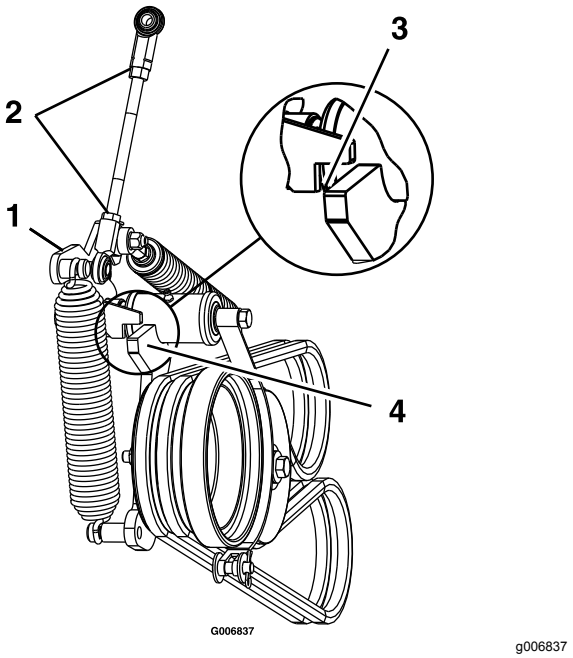

Figure 56
12. Desserrez les écrous de blocage et réglez la tringlerie jusqu'à ce que le haut du bras de la poulie de tension soit aligné sur le bas du cran du bras de tension, comme montré à la Figure 56.